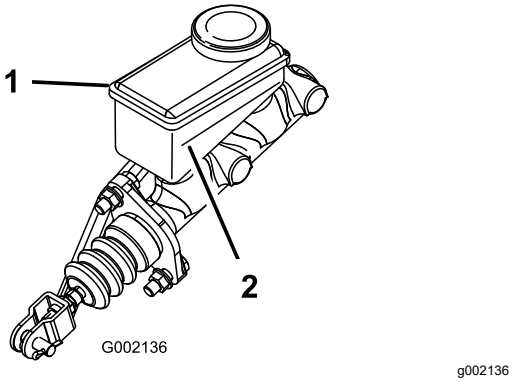

Figur 18
3. Kig på omridset af væskestanden på siden af beholderen (Figur 18).
B. Fyld DOT 3-bremsevæske i beholderen, indtil væskestanden er over minimumslinjen (Figur 18).